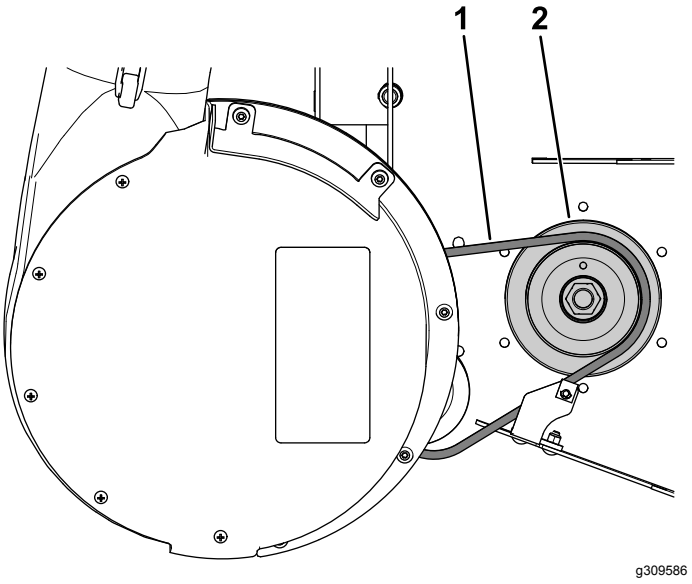

Rysunek 21
1. Pociągnij sprężynowe jałowe koło pasowe do tyłu i poprowadź pasek dmuchawy wokół koła pasowego napędu (Rysunek 21).